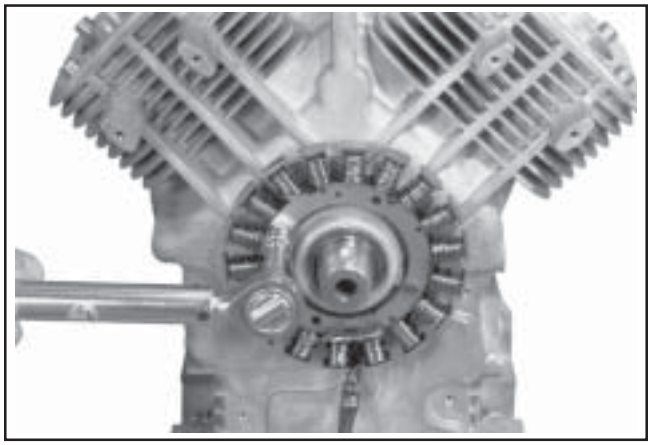

Figure 11-23. Torquing Stator Screws.
3. Install and torque the two hex flange screws to **6.2 N·m (55 in. lb.)**. See Figure 11-23.